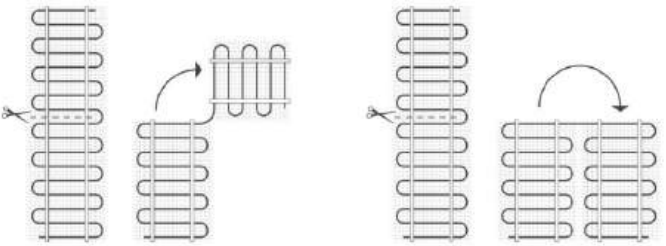

Рис. 2
4. При необходимости монтажа в помещении с полом сложной конфигурации, допускается разрез или снятие части сетки-основания (**не кабеля!**). Дальнейшая фиксация нагревательного мата производится посредством специальной монтажной ленты для системы теплых полов. Шаг крепления лентой рекомендуется делать около 10 см (**Рис. 2**).